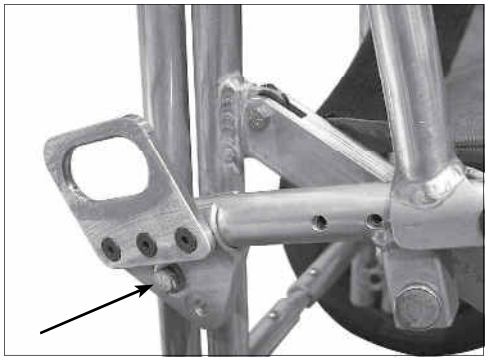
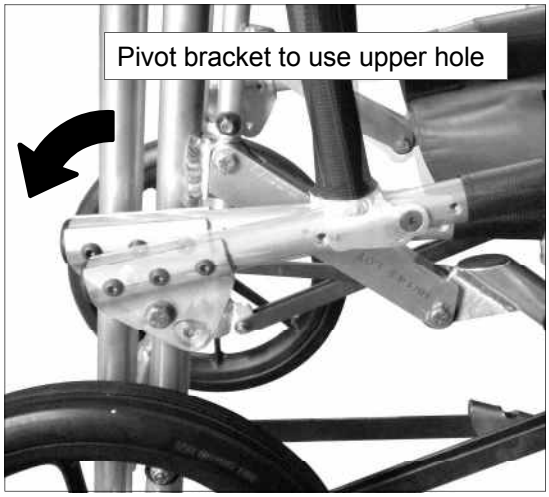
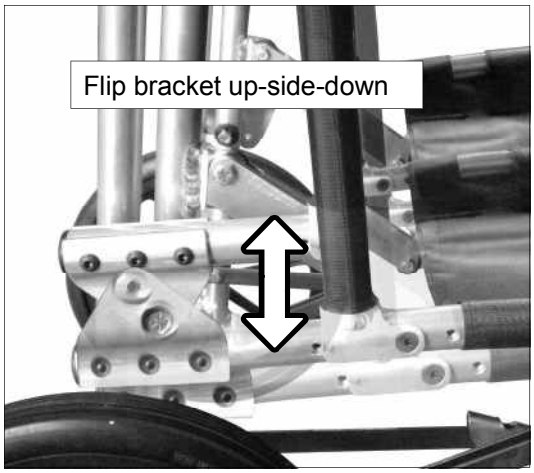
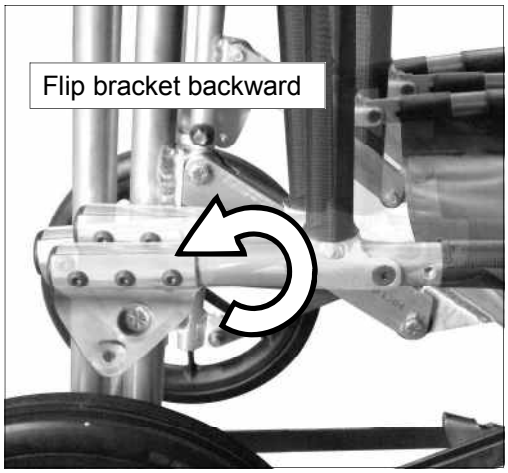

Figure 5.10
Figure 5.12
Figure 5.13
Figure 5.14
The seat angle on the wheelchair is set at 30° from horizontal as standard. There are 7 seat angle settings: 10°, 12°, 15°, 17°, 27°, 30°, 32°, that can be positioned according to the user's need. See different settings in Fig 5.12 thru 5.14.
The triangular seat bracket can be pivoted down (Fig. 5.12), flipped up (Fig. 5.13), or flipped backward (Fig. 5.14) to achieve different angles.
9. To pivot the bracket (Fig. 5.12): use a 1/2" wrench to loosen the bolt in Fig. 5.10, holding the nut at the end of the bolt in Fig. 35 with a 1/2" wrench. After the nut is removed, continue to pull the bolt out of the holes in the back frame and the triangular seat rail bracket, taking notice of the placement of all washers.
12. To flip the bracket up (Fig. 5.13) or backward (Fig. 5.14), unscrew the bolts in with 5/32" Allen wrench and 7/16" end wrench.